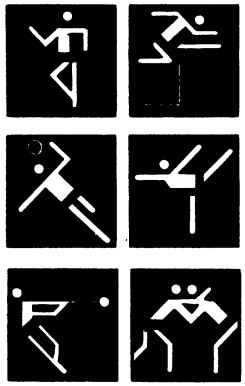
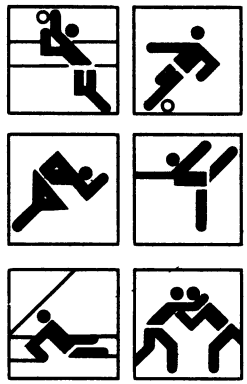

Рис. 86
Рис. 87
16. Даны пиктограммы с характерными изображениями тех видов спорта, которые они представляют (рис. 86).
Оцените, как выглядят пиктограммы на черном фоне (рис. 86) и на белом (рис. 87). От чего может зависеть одно и другое решение задачи?